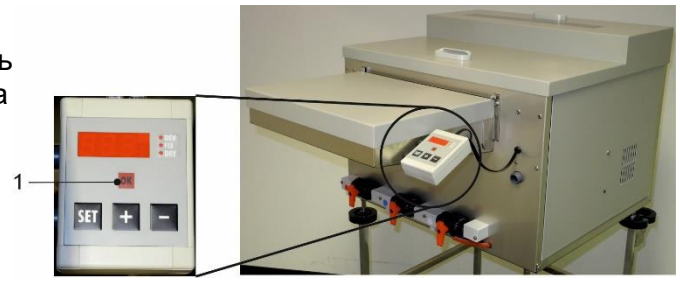

Рисунок 8
- Текущая температура проявителя отображается на дисплее (Рисунок 8).
- Индикатор OK проявочной машины (1, Рисунок 8) загорается, как только будет достигнута выбранная температура проявителя и закрепителя и заполнится промывочный резервуар.